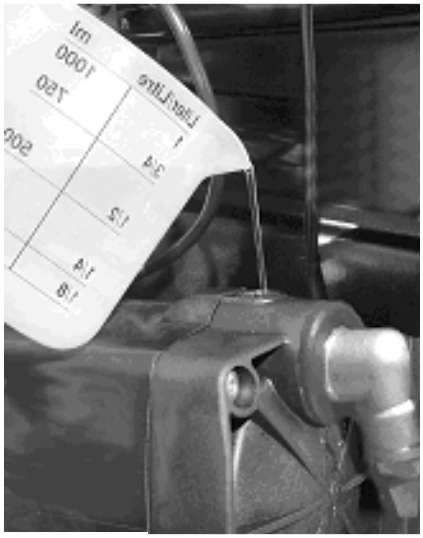

Bild 9
- Pumpe und Ansaugleitung mit Wasser befüllen, siehe Bild 9, hierzu: